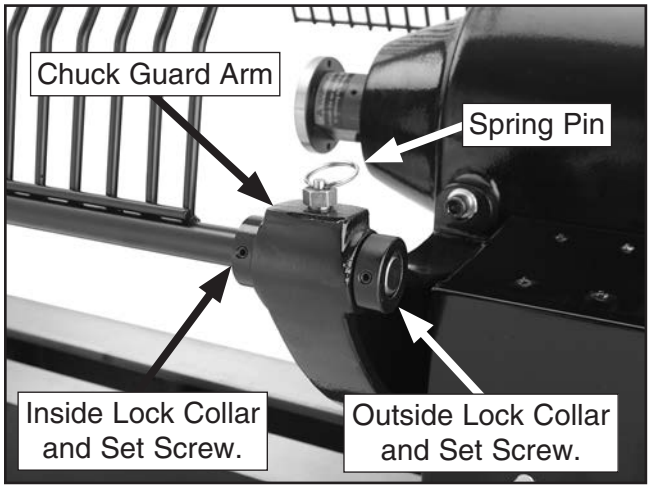

Figure 23. Chuck guard installed in mounting arm.
16. Loosen M6-1 x 8 set screw on chuck guard outside lock collar and remove collar from shaft (see **Figure 23**).
17. Loosen set screw on inside lock collar so collar moves freely (see **Figure 23**).
18. Insert chuck guard shaft into arm, while lifting spring pin. Gently rotate chuck guard until spring pin settles into detent on shaft (see **Figure 23**).
19. Slide both lock collars up against chuck guard arm and tighten (see **Figure 23**).